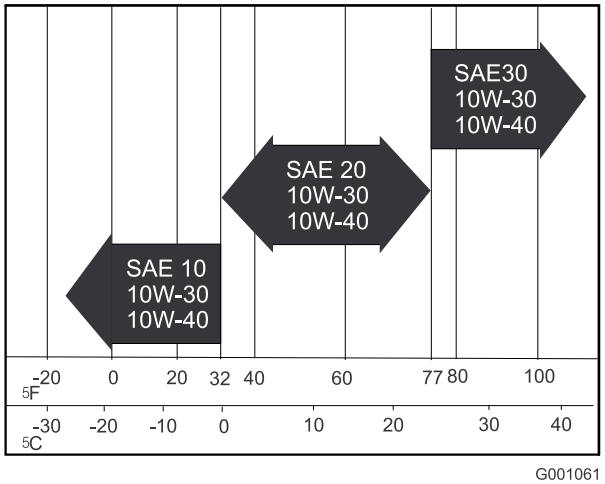

**Figur 14**
**Motorolieviskositet:**Vælg en motorolieviskositet i henhold til den omgivende lufttemperatur i tabellen i Figur 14.